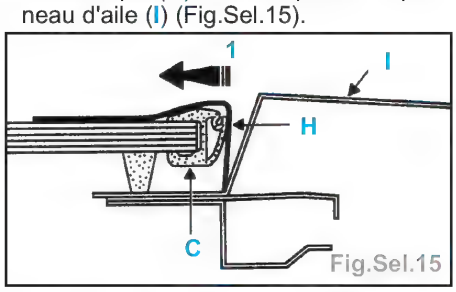

Fig.Sel.15
• Insérer la barrette rigide en plastique (H) que comporte ce ruban adhésif entre la lèvre souple (C) et la tôle peinte du panneau d'aile (I) (Fig.Sel.15).